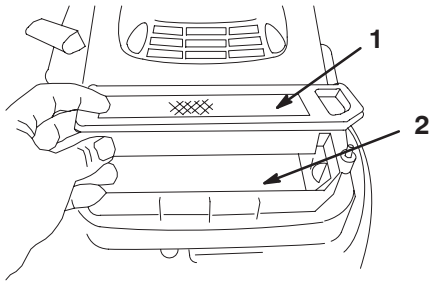

**Figur 38**
5. Tag bort pappersluftfiltret och kassera det (figur 38).